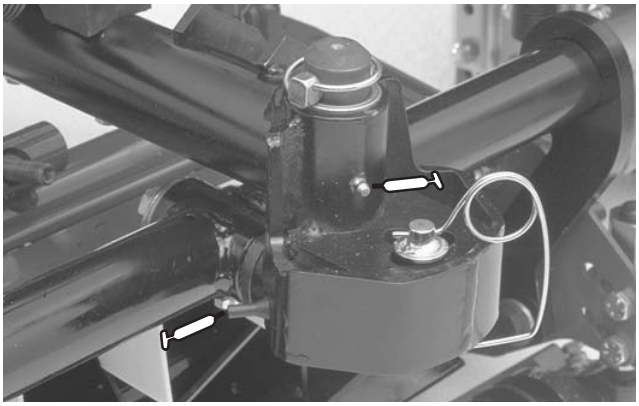

Bild 34
- Mähwerkträgerrahmen und Drehbüchsen (2 Stück) (Bild 34)